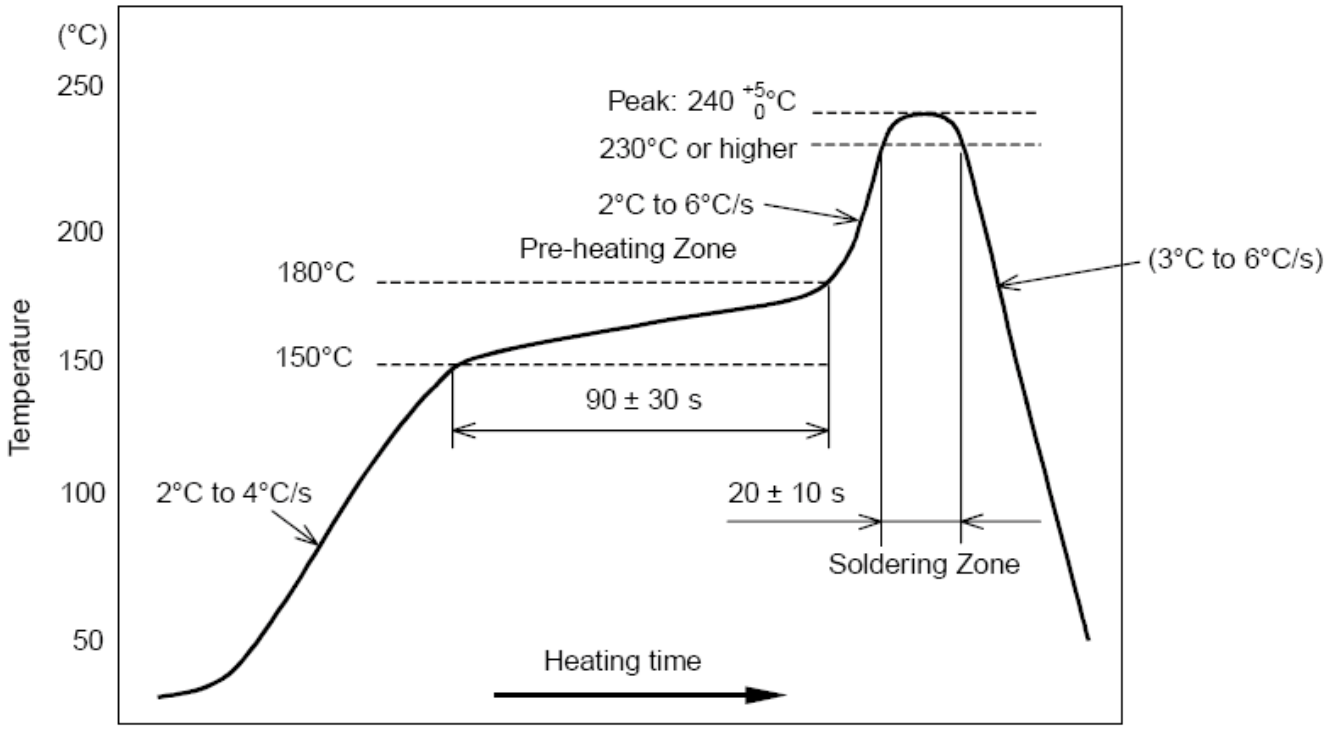

Figure 7-1. Temperature Profile for Evaluation of Solder Heat Resistance of a Component (at Solder Joint)
- Temperature measurement: Thermocouple d = 0.1 mm to 0.2 mm CA (K) or CC (T) at soldering portion or equivalent method
- Allowable reflow soldering times: 2 times based on the reflow soldering profile (see Figure 7-1)
- Temperature profile: Reflow soldering will be done according to the temperature profile (see Figure 7-1)